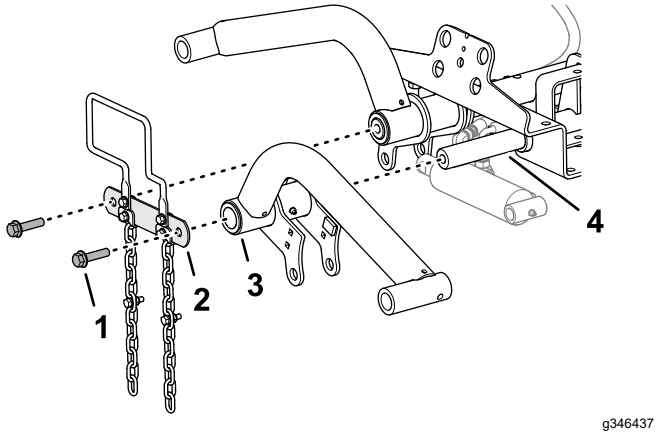

Figur 11
1. Montera lyftarmarna på lyftarmens vridbara axlar enligt Figur 11).
2. Montera den vridbara axellänken på lyftarmens vridbara axlar (Figur 11) med de två flänshuvudskruvar (½ x 2 tum) som du tog bort i Förbereda montering av lyftarmarna (sida 17).